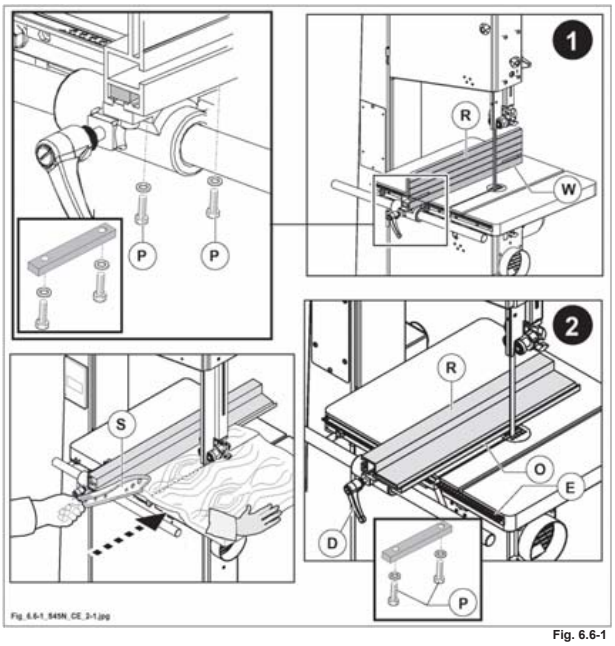

Fig. 6.6-1
La riga (R fig. 6.6-1) può assumere 2 posizioni dopo aver allentato le viti (P fig. 6.6-1).
1) Posizione verticale "1" con il lato (W fig. 6.6-1) rivolto verso il pezzo.
2) Posizione orizzontale "2" (O fig. 6.6-1) per tagli di pezzi sottili e tagli inclinati.
3) Al termine di ogni posizionamento serrare le viti (P fig. 6.6-1).
a seconda delle dimensioni del pezzo, la guida deve essere utilizzata in posizione verticale (W fig. 6.6-1) o orizzontale (O fig. 6.6-1) in modo da permettere alla protezione della lama di avvicinarsi il più possibile al pezzo.
- Allentare la maniglia (D fig. 6.6-1);
- far scorrere manualmente il gruppo guida facendo riferimento alla riga metrica (E fig. 6.6-1);
- bloccare la maniglia (D fig. 6.6-1).
Procedere all'operazione di taglio accompagnando il pezzo con le mani lungo la guida parallela (R fig. 6.6-1).
tenere sempre le mani lontane dalla lama sega; l'avanzamento dei pezzi di piccole dimensioni deve essere completato tramite lo spingilegno (S fig. 6.6-1) in dotazione.